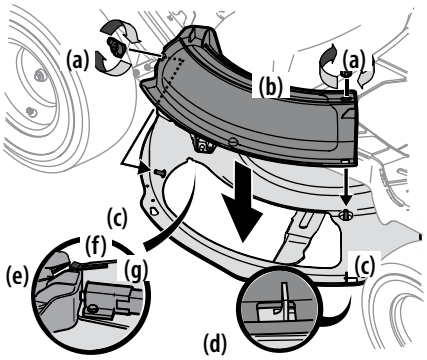

Figura 2-10
1. Extraiga las perillas de aleta (a) que se instalaron en la plataforma de corte y consérvelas para colocarlas posteriormente. Consulte la Figura 2-10.
2. Coloque el adaptador para abono (b) en la abertura de descarga de la plataforma. Los espárragos (c) en la superficie de la plataforma calzarán en los orificios de la parte superior del adaptador para abono (b). La pequeña lengüeta (d) del borde de la plataforma calzará en el recorte cuadrado de la parte inferior del adaptador para abono (b). Consulte la Figura 2-10.